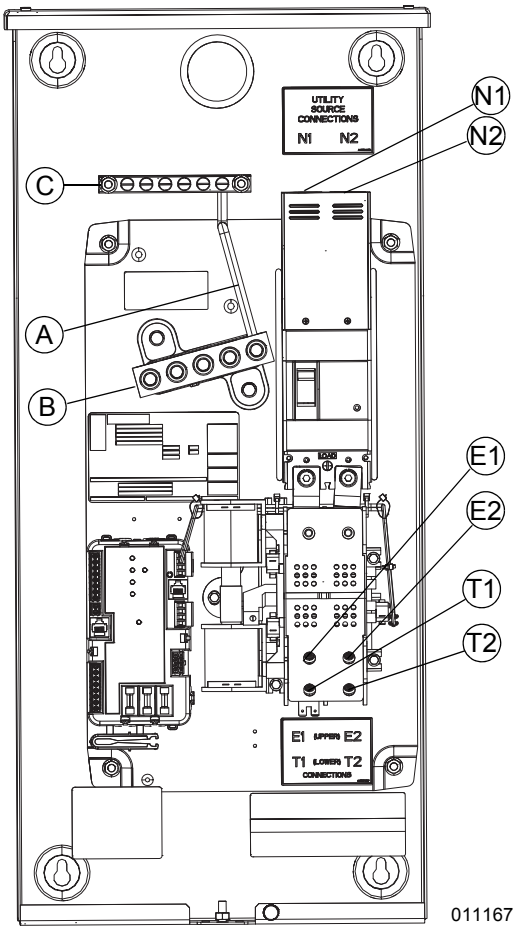

Figura 3-2. Conexiones de cableado, unidad de 200 A
2. Consulte la ***Figura 3-2***. Conecte el conductor de neutro de energía eléctrica con la barra de neutro de terminales (B). Los conductores de electrodo de conexión a tierra se pueden conectar a la barra de terminales de conexión a tierra del equipo (C) (consulte NEC 250.24 [A] [4]). Siga todas las especificaciones del par de torsión para las barras de terminales. Se proporciona un puente de unión principal de tipo hilo para conectar adecuadamente el equipo de servicio.